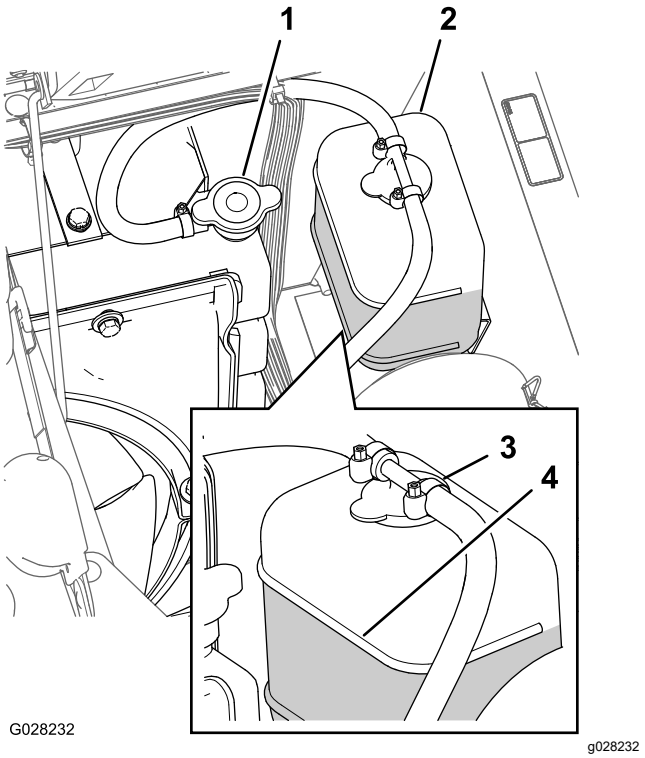

Figura 103
3. Retire cuidadosamente el tapón del radiador y el tapón del depósito de expansión (Figura 103).
Nota: El radiador debe llenarse hasta la parte superior del cuello de llenado, y el depósito de expansión debe llenarse hasta la marca Full (lleno) del depósito (Figura 103).
5. Si el nivel de refrigerante es bajo, retire el tapón del depósito de expansión y el tapón del radiador, y llene el depósito de expansión hasta la marca Lleno y el radiador hasta la parte superior del cuello de llenado.Figura 103
6. Coloque el tapón del radiador y el tapón del depósito de expansión (Figura 103).
2. Espere hasta que se haya enfriado el motor, luego retire el tapón del radiador (Figura 103).
6. Retire el tapón del radiador (Figura 103).
8. Arranque el motor con el tapón del radiador aflojado (Figura 103).
10. Una vez que el refrigerante se ha calentado, añada más refrigerante hasta que el nivel llegue a la superficie sellante del tapón, y apriete el tapón (Figura 103).
11. Abra el tapón del depósito de expansión y llene el depósito con refrigerante hasta el nivel de "Frío" (Figura 103).